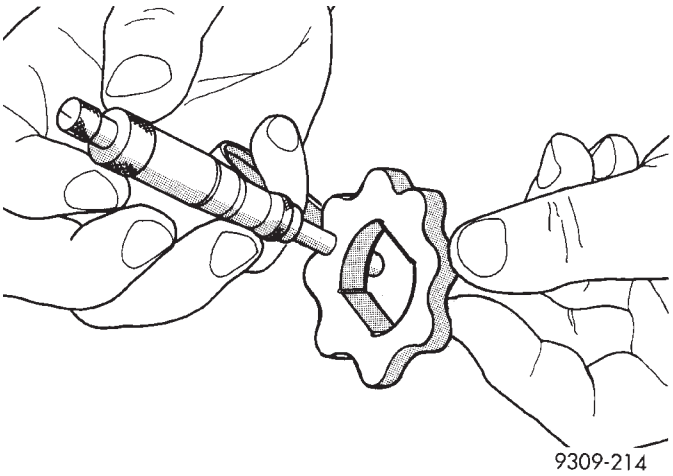

Abb. 130 Dicke des Innenrads messen
(4) Beträgt die Dicke des Innenrads 7,64 mm (0,301 Zoll) oder weniger, Innenrad austauschen (Abb. 130).